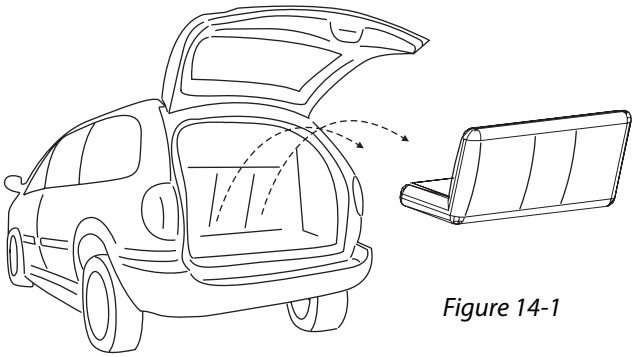

Figure 14-1
1. Remove 3rd Row Seating. *[Figure 14-1]*